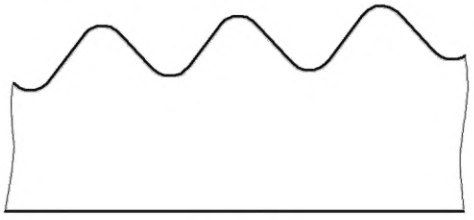

Рисунок 5
5.6.1 **закругленная треугольная резьба:** Треугольная резьба, с закругленными вершинами и впадинами (см. рисунок 5). round triangular thread